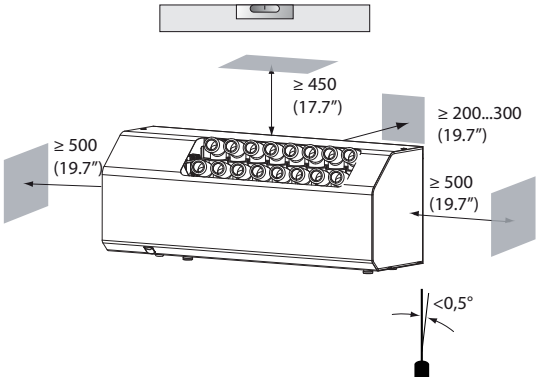

Рис. 1.b
- Разместите увлажнитель горизонтально и проверьте по пузырьковому уровнемеру. Выдерживайте минимальные свободные расстояния со всех сторон увлажнителя в мм (см. рис. 1.b) для нормального притока воздуха и удобства проведения мероприятия техобслуживания.